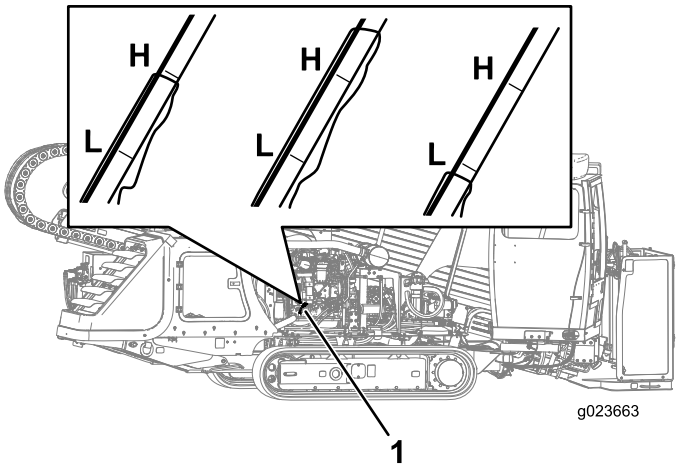

Figure 121
3. Retirez la jauge d'huile (Figure 121) et essuyez-la soigneusement.